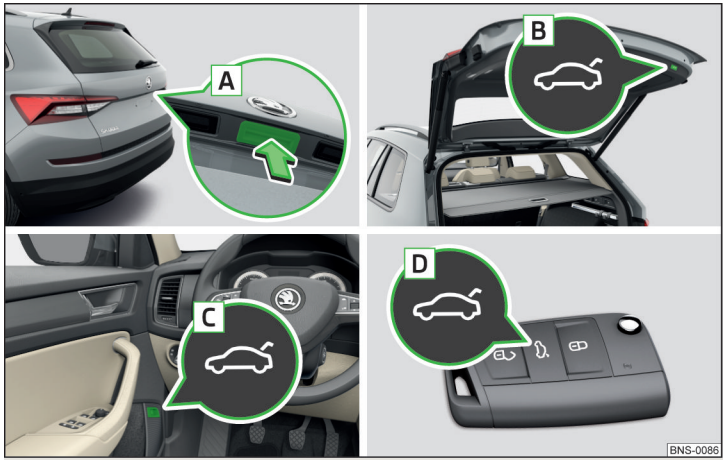

Fig. 60 **Manejo de la tapa**
- Presionando el tirador A » fig. 60.
- Presionando la tecla B » fig. 60.
- Se desactiva la tecla A » fig. 60 cuando se arranca o a partir de una velocidad de más de 5 km/h. Después de parar y abrir una puerta se volverá a activar la tecla.
2. Mantener pulsada la tecla B » fig. 60 *de la pág. 72* hasta que suene una señal acústica.
La tapa no reacciona a una señal de apertura	Elimine el posible obstáculo (p. ej. nieve), vuelva a abrir la tapa » pág. 72 Pulse el tirador A » fig. 60 *de la pág. 72* y tire la tapa hacia arriba